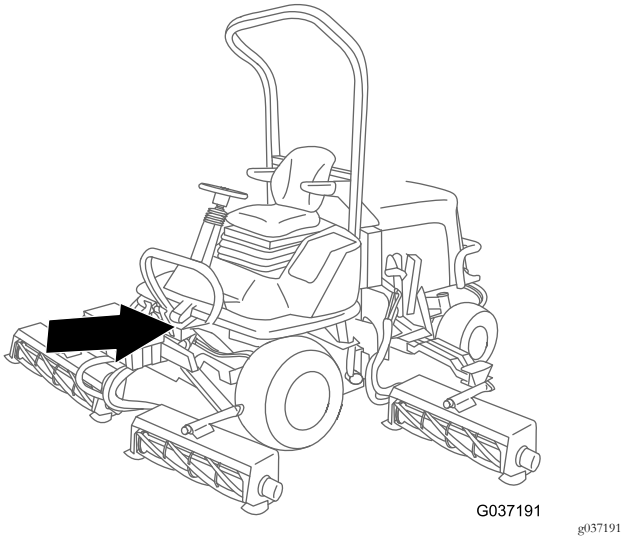

Figure 21
3. Acheminez la branche du faisceau munie de la cosse à anneau jusqu'à l'avertisseur sonore à l'avant de la machine, sous la plate-forme du siège (Figure 21).